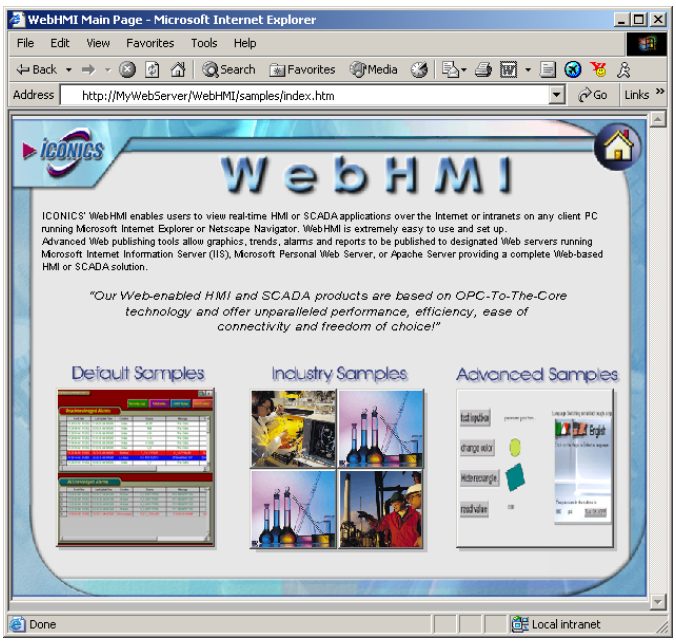

Figure L4.1: Main WebHMI Sample Page
4. After downloading the necessary objects you should see the main display (or index page) for the WebHMI samples, as shown in **Figure L4.1.**